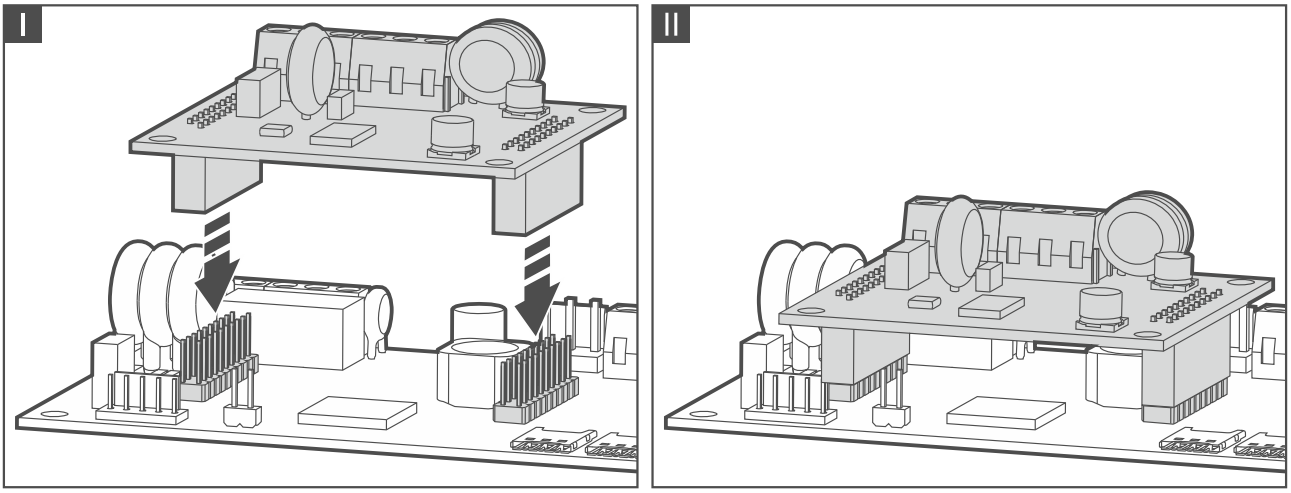

Abb. 21. Befestigung des Moduls GSM-X-PSTN auf der Elektronikplatine des Moduls GSM-X.
3. Montieren Sie das Modul GSM-X-PSTN in den Anschlüssen auf der Elektronikplatine des Moduls GSM-X (Abb. 21).